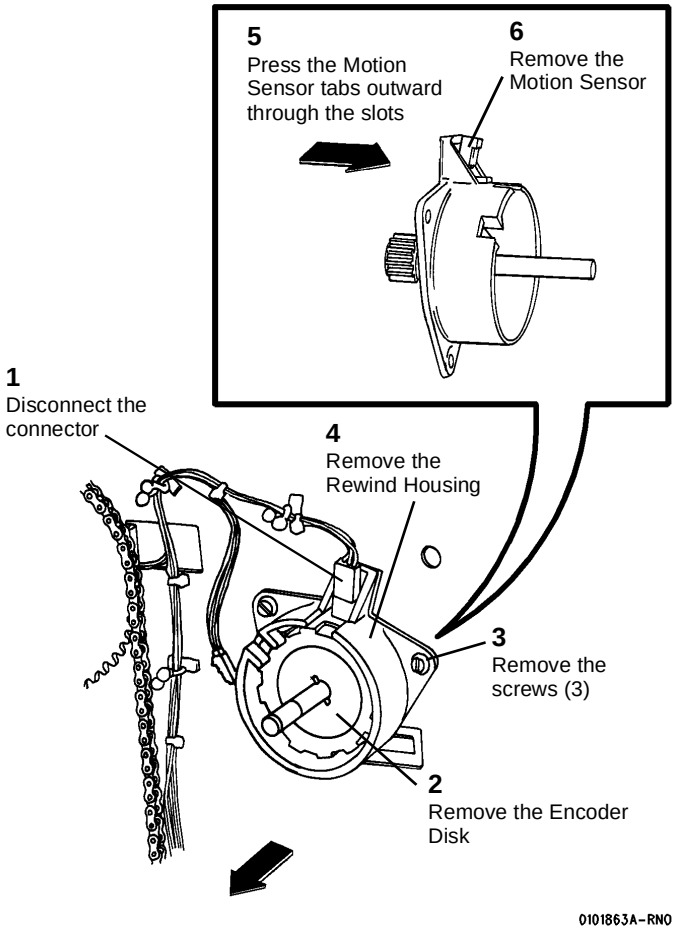

**Figure 1 Removing the Motion Sensor**
3. (Figure 1): Remove the Motion Sensor.